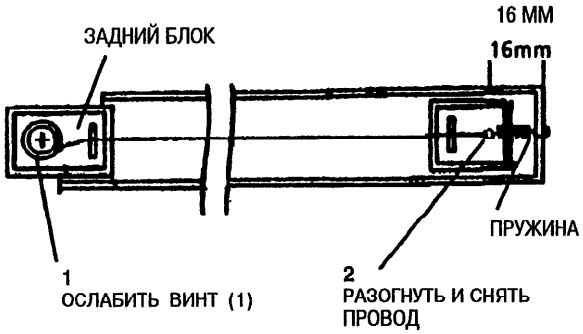

Рис. 2. Снятие провода коротрона заряда
3. (Рис. 2): Ослабить винты и снять нить коротрона.